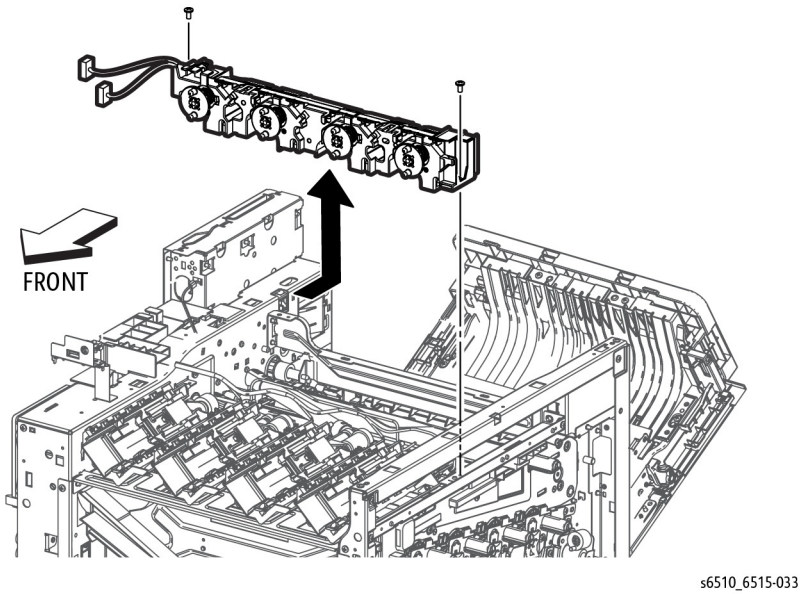

Figure 3 Remove the Dispenser Drive Assembly
6. Refer to Figure 3 to remove the two screws (silver, M3x6mm) attaching the Dispenser Drive Assembly and remove the drive.